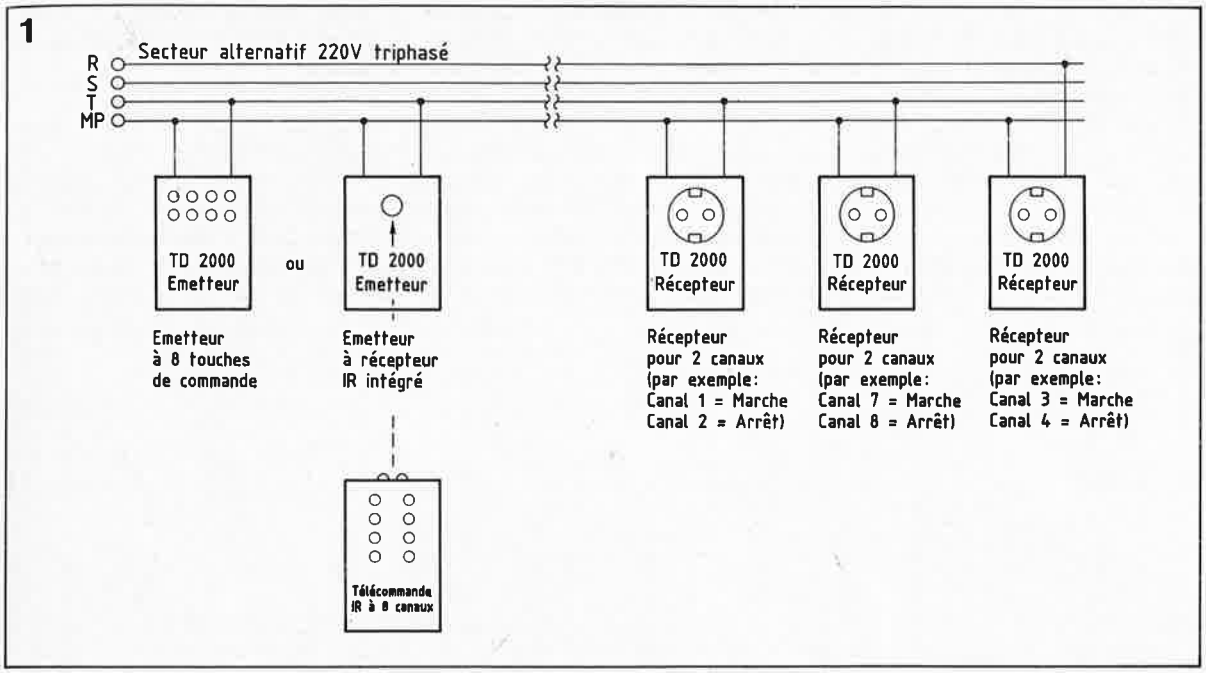

Figure 1. Synoptique du principe de fonctionnement de l'ensemble de télécommande domestique FM à télécommande manuelle directe ou par IR.
Pour vous permettre de vous faire une meilleure idée de la disposition d'ensemble adoptée pour le système, nous avons représenté en **figure 1** le synoptique de la chaîne de transmission complète.
2) par l'intermédiaire de la télécommande IR qui à son tour attaque le récepteur IR présent dans le boîtier FM; celui-ci transmet alors les ordres au réseau 220 V comme dans le cas de figure 1).
Comme le montre le synoptique de la figure 1, il est possible d'utiliser le système **Télédom** TD 2000 de KTE avec ou sans télécommande IR. Nous consacrerons dans l'un des prochains numéros un article à l'ensemble émetteur-récepteur IR, raison pour laquelle nous n'entrerons pas dans le détail du fonctionnement de ce système.